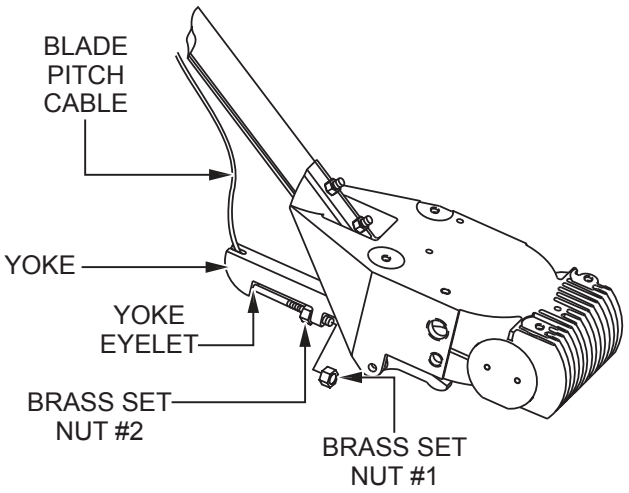

Figure 12. Cable Yoke Attachment
5. Insert the blade pitch cable end through the yoke eyelet (Figure 12). Tighten brass set nut #1 by hand to remove all slack from the cable.